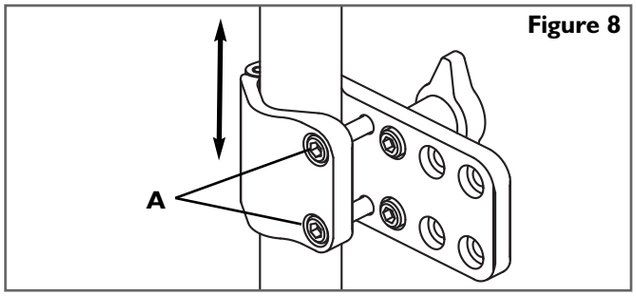

Figure 8
1. Réglage de la hauteur (Figure 8)